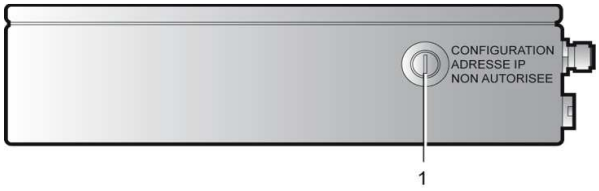

Figura 14-8: La serratura a 2 posizioni deve essere in posizione verticale per configurare l'indirizzo IP nella pagina Parametri.
1. Sul gruppo di regolazione, spostare la chiave di configurazione dell'indirizzo IP (Figura 14-8, rif. 1) in posizione verticale.